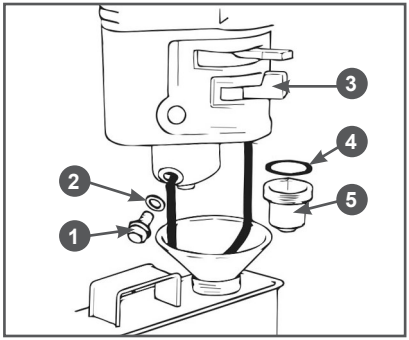

Рис. 25 Обслуживание фильтра-отстойника PC6337F
1. Установите рычаг топливного крана 3 (Рис. 25) в положение «ЗАКРЫТО».
3. Открутите болт 1 сливного отверстия и слейте топливо из поплавковой камеры карбюратора (Рис. 25).
4. Открутите стакан отстойника 5, вылейте из него топливо в заранее подготовленную емкость (Рис. 25).